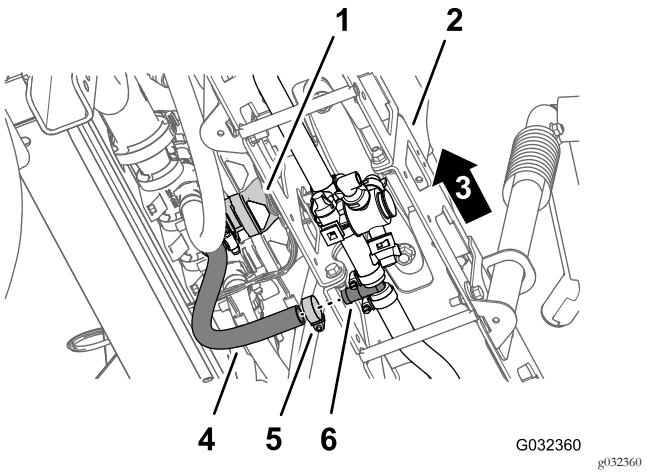

Figura 43
5. Debajo de la sección de brazo central, retire la abrazadera que sujeta la manguera de alimentación de la sección de brazo al acoplamiento en T dentado (Figura 43).